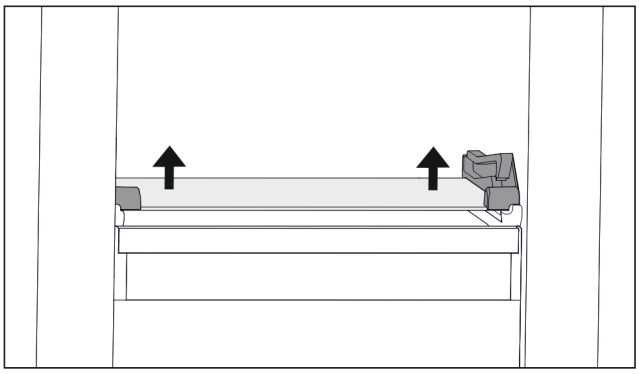

Fig. 107 Glasplatte des abkippbaren Schubfachs
▶ Glasplatte von unten beidseitig nach oben drücken. (siehe Fig. 107)